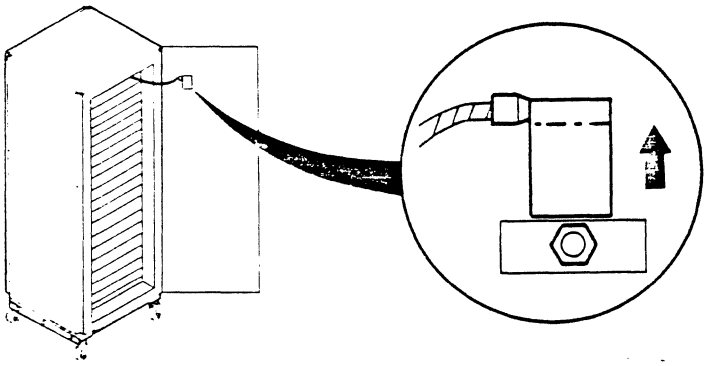

Figure 6-2. View of Ground Wire Location on Rear Door
a. Open the rear door and disconnect the ground wire (Figure 6-2).